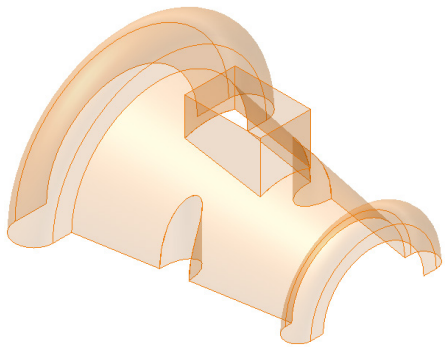

Figure 18-63 *Model after creating the lofted surface*
12. Turn off the visibility of the sketches. The model after creating the lofted surface is shown in Figure 18-63.